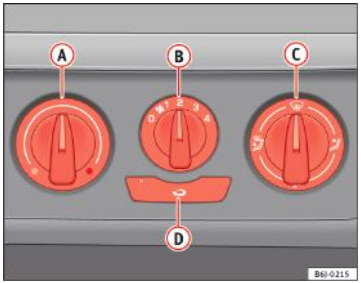

Fig. 91 Comenzile sistemului de încălzire de pe planşa de bord
– Puteți regla temperatura, distribuția aerului şi turația aerotermei utilizând butoanele de comandă (A) şi (C) şi butonul (B) ⇒ fig. 91.
– Pentru activarea sau dezactivarea modului de recirculare a aerului, apăsați butonul (D). Când funcția este activată, se aprinde o lampă de avertizare integrată în buton.